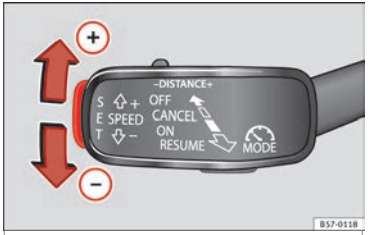

Fig. 181 On the left of the steering column: third lever for operating the Adaptive Cruise Control.
- Press the SET ››› **Fig. 181** button to programme current speed.
- To increase or reduce speed step by step, press the lever up/down briefly ››› **Fig. 181**. »